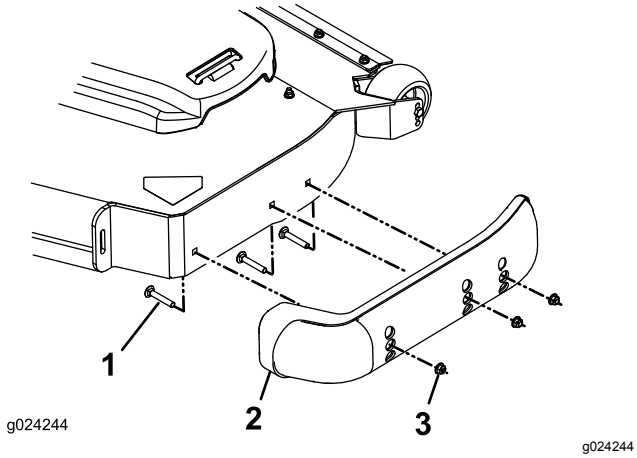

Figur 37
3. Ta bort vagnsbultarna och muttrarna från varje mede (Figur 37).